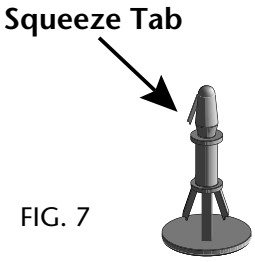

FIG. 7
3. The polyphony board is held in place with (4) locking nylon standoffs which are located in the four corners of the board (See fig. 7). Using the needle-nose pliers, squeeze the locking tab, while pulling up slightly on that corner.